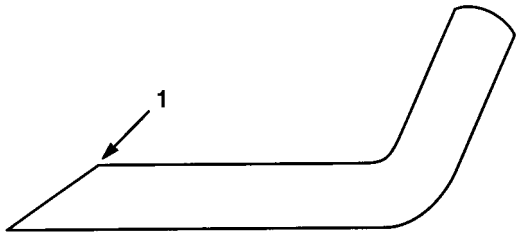

Afbeelding 18
3. Inspecteer de snijkanten van alle messen. Scherp de snijkanten indien deze bot of beschadigd zijn. Scherp uitsluitend de top van de snijkant en handhaaf de oorspronkelijke snijhoek om deze zo goed mogelijk scherp te houden (Afb. 18). Het mes zal in balans blijven als dezelfde hoeveelheid metaal aan beide uiteinden weggehaald wordt.